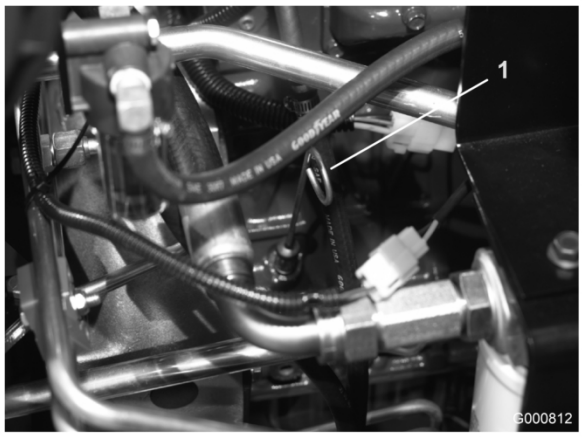

Figuur 17
2. Verwijder de peilstok (Figuur 17). Veeg de peilstok af en plaats deze weer terug. Haal de peilstok eruit en controleer het oliepeil op de peilstok: het vloeistofpeil moet tot aan de VOL-markering op de peilstok staan.